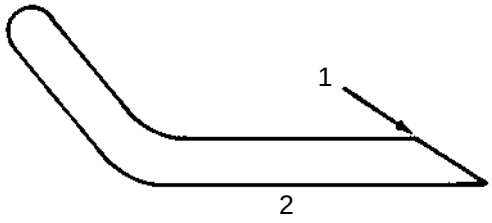

Afbeelding 61
3. Onderzoek de snijkanten van alle messen. Slijp de snijkanten die bot zijn of krassen vertonen. Om scherpe messen te krijgen, moet u alleen de bovenzijde van de snijkant slijpen, waarbij u de oorspronkelijke snijhoek moet handhaven (Afb. 61). Als dezelfde hoeveelheid metaal wordt verwijderd van beide snijkanten, zal het mes in balans blijven.